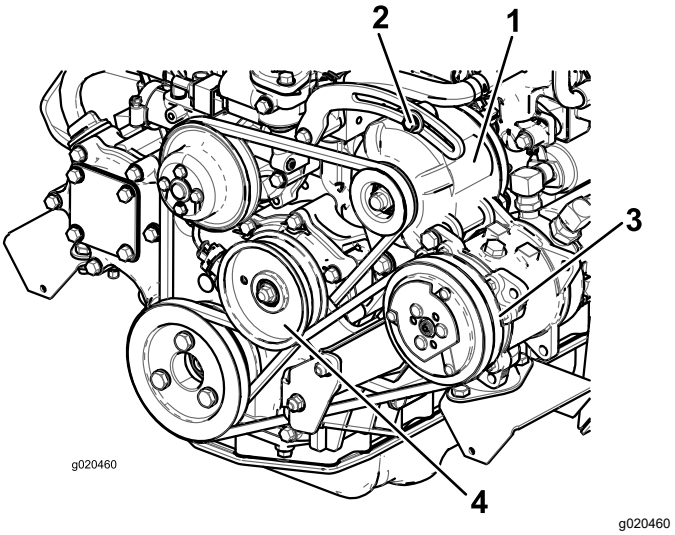

Figur 114
Om nedböjningen inte är 10 mm lossar du generatorns fästbultar (Figur 114).
Kontrollera remmens skick och spännkraft (Figur 114) var 100:e körtimme.
2. Om nedböjningen inte är 10 mm ska du lossa mellanremskivans fästbult (Figur 114). Öka eller minska kompressorremmens spänning och dra åt bulten. Kontrollera remmens nedböjning igen för att säkerställa att spännkraften är korrekt.